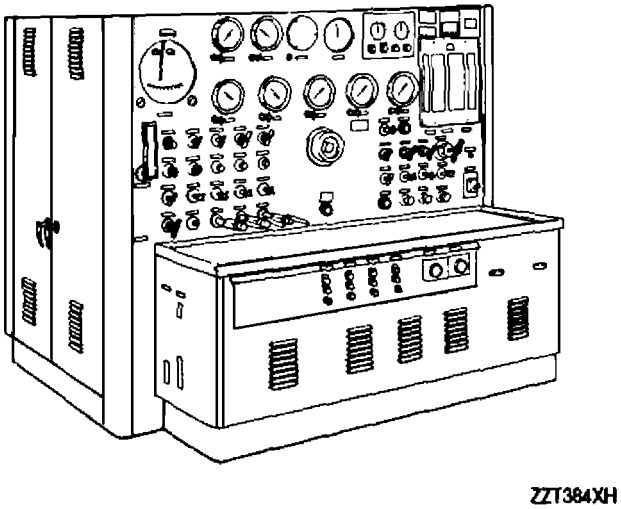
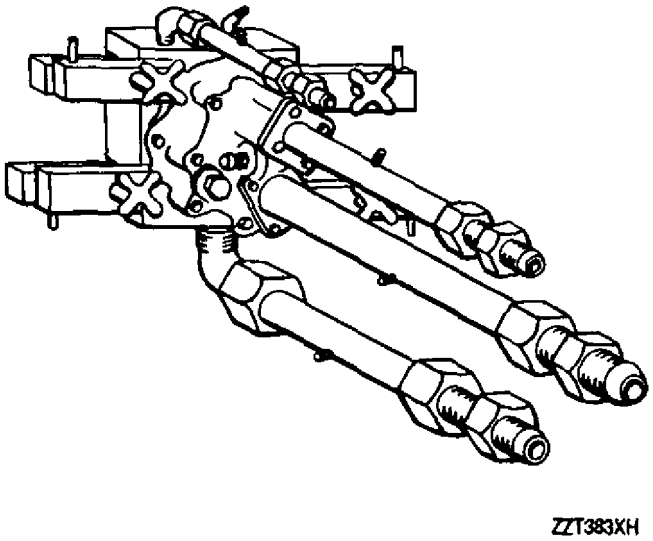

Figure 7. 7057 Lube and Scavenge Pump Test Stand Assembly
Figure 8. 67799057 Oil Pump Test Adapter
b. Install pump assembly and 6870042 gasket on 7057 test stand (figure 7) using 6799057 test adapter (figure 8).